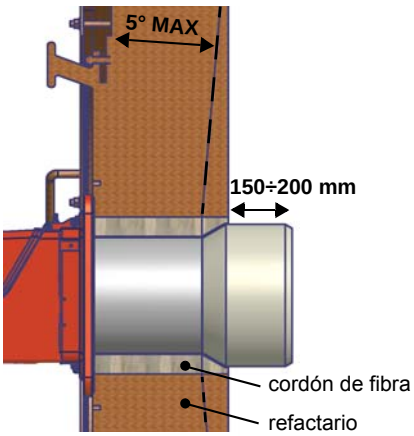

Fig. 1
- Calderas de fundición, calderas de tres conductos de humo (con el primer conducto en la parte trasera): la tobera debe entrar en la cámara de combustión de 150÷200 mm (Fig. 1).